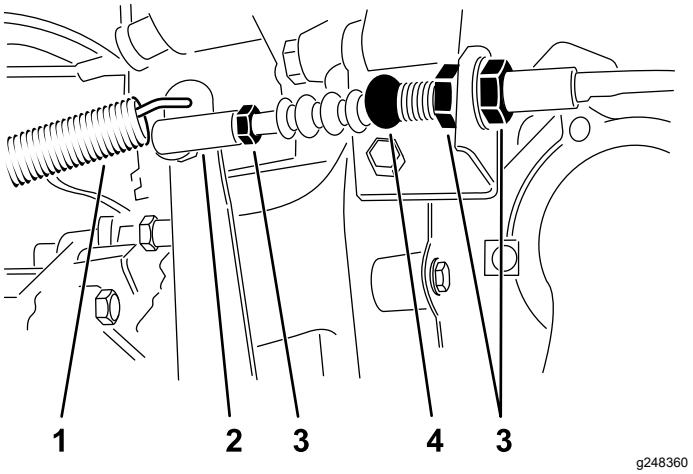

Figuur 63
1. Draai de contramoeren los waarmee de koppelingskabel vastzit aan de beugel op de koppelingsbehuizing (Figuur 63).